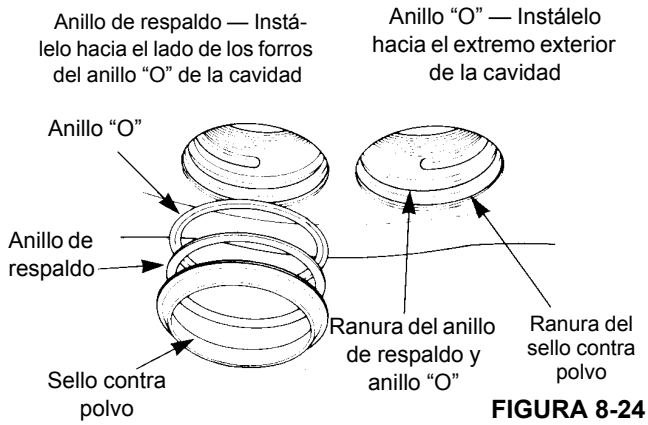

FIGURA 8-24
3. Instale un sello contra polvo nuevo en la acanaladura superior de la cavidad (Figura 8-24).